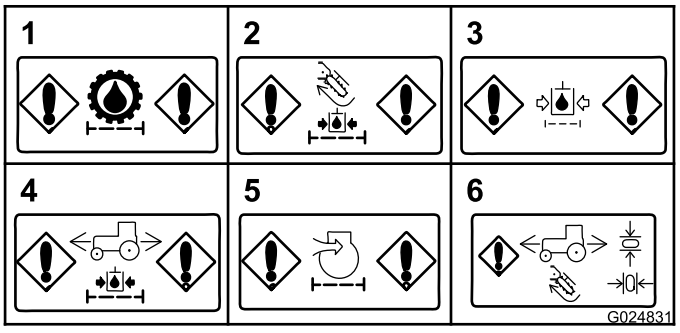

Figure 35
- **Colmatage du filtre de charge hydraulique (transmission)** – Ce message s'affiche en cas de colmatage du filtre de charge hydraulique de la transmission (Figure 35).
- **Colmatage du filtre de charge hydraulique (accessoires)** – Ce message s'affiche en cas de colmatage du filtre de charge du circuit hydraulique des accessoires (Figure 35).
- **Colmatage du filtre de retour hydraulique** – Ce message s'affiche en cas de colmatage du filtre de retour hydraulique (Figure 35).
- **Colmatage du filtre de charge hydraulique (moteur de traction)** – Ce message s'affiche en cas de colmatage du filtre de charge du moteur de traction (Figure 35).
- **Colmatage du filtre à air (moteur)** – Ce message s'affiche si l'entretien du filtre à air est requis (Figure 35).
- **Témoin de retour au point mort** – Ce témoin s'affiche si vous tentez une opération qui exige de ramener le levier au point mort ou la pédale de déplacement en position neutre. Ramenez le levier au point mort ou la pédale de déplacement en position neutre avant de poursuivre (Figure 35).